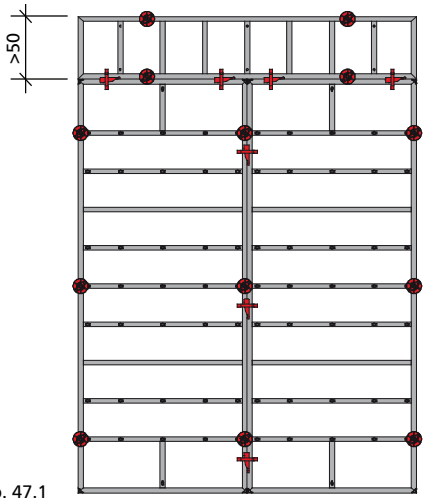

Abb. 47.1
■ Bei Aufstockung mit einem über 50 cm breiten Element sind alle Ankerstellen auszubilden (Abb. 47.1).